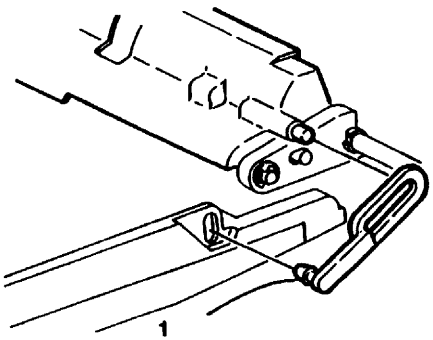

Рис. 1 Снятие рычага обходного лотка
2. (Рис. 1) Снимите рычаг обходного лотка.